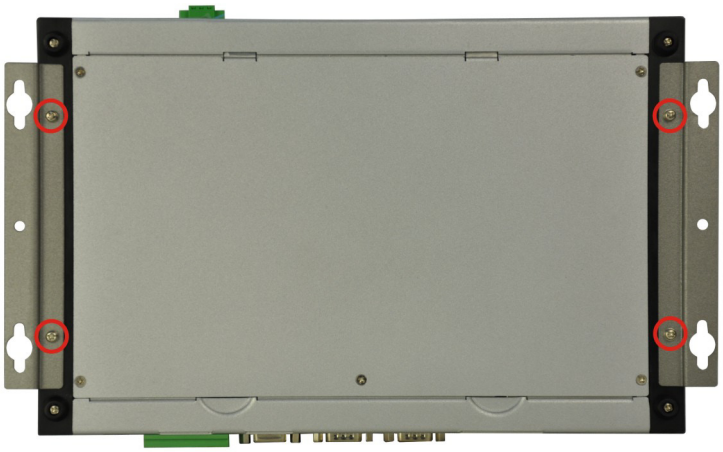

Figure 3-11: Mounting Bracket Retention Screws
Step 2: Align the two retention screw holes in each bracket with the corresponding retention screw holes on the sides of the bottom surface (**Figure 3-11**).
Step 3: Secure the brackets to the system by inserting two retention screws into each bracket (**Figure 3-11**).